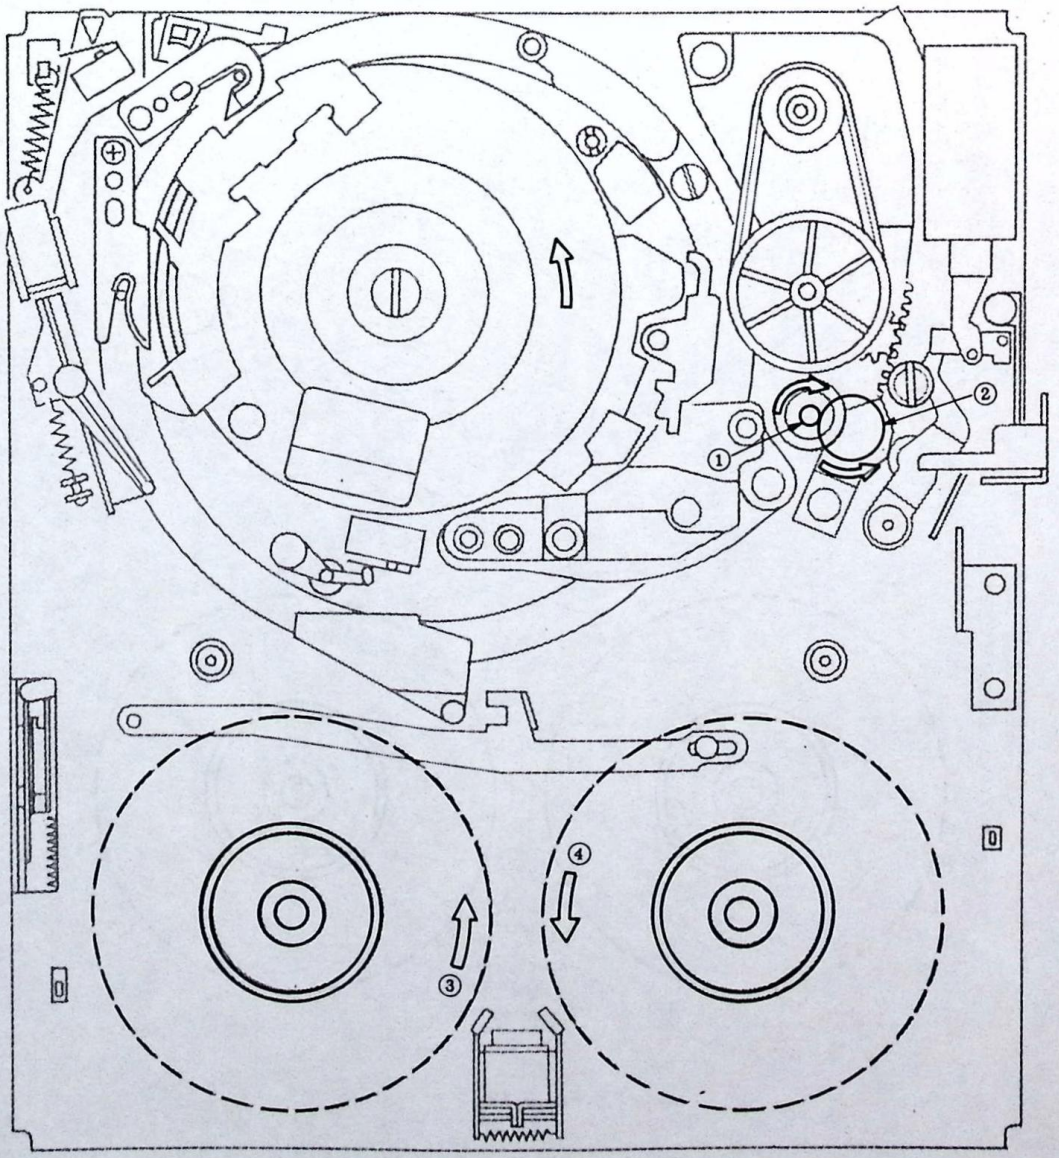

Fig. 5-12.
Fig. 5-12 shows the operation of the mechanical section in reverse picture search. By pressing the REW button in the play mode, the capstan motor shaft (1) and pinch roller (2) start rotating in the direction opposite that during play. The rotational speed is the same as that in forward picture search. As for tape motion, the rotational speed of the S reel (3) is faster than that during play, and the T reel (4) also follows accordingly. In this instance, however, the motor for the T reel (4) tries to rotate in the same direction as in play, thus acting as a brake, preventing tape sag. If you depress the rewind button during the rewind mode, the device enters the stop mode for a moment and then immediately, as pinch roller (2) presses against capstan motor shaft (1), reenters the reverse FR picture search mode (same as the reverse picture search mode) as long as the rewind button is kept depressed.